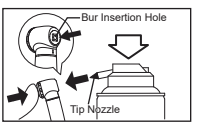

Fig. 19
2) Lubricate the chuck directly through the bur insertion hole (Fig. 19).